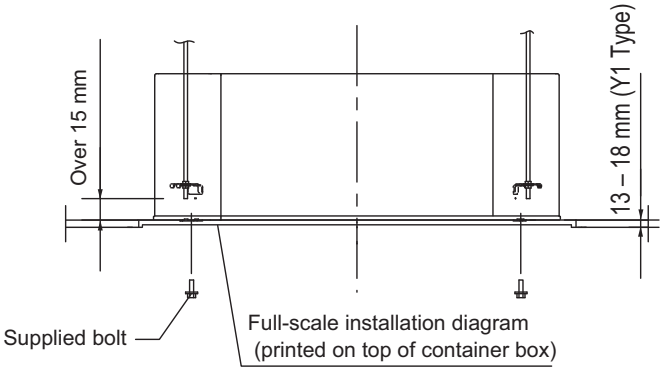

Fig. 2-56
(1) When placing the unit inside the ceiling, determine the pitch of the suspension bolts using the supplied full-scale installation diagram. (Fig. 2-56)
(2) The length of suspension bolts must be appropriate for a distance between the bottom of the bolt and the bottom of the unit of more than 15 mm. (Fig. 2-56)